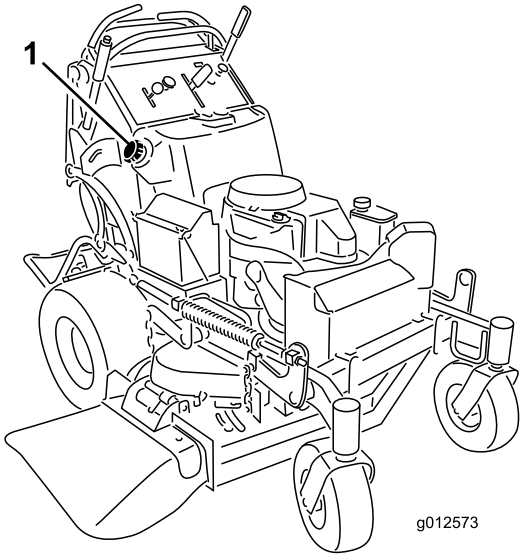

Figur 51
5. Bruk hevertpumpen til å tømme drivstoffet ut i en ren bensinkanne (Figur 51).